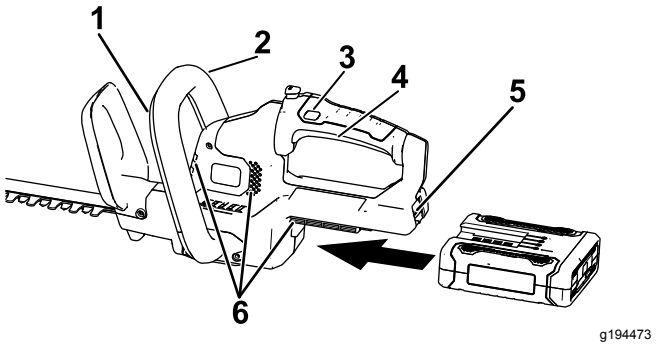

Figur 4
3. Innrett kammeret på batteripakken med koblingsarmen i håndtakshuset, ta tak i håndtaket og skyv batteripakken inn i håndtaket til låsen låses på plass (Figur 4).
4. Plasser én hånd på utløserhåndtaket. Plasser den andre hånden på ekstrahåndtaket (Figur 4).
5. Trykk på låsebryteren og klem deretter på utløserbryteren mens du aktiverer ekstrahåndtaksbryteren for å slå på hekktrimmeren (Figur 4).
Trimmeren forblir på så lenge ekstrahåndtaks-bryteren er aktivert og utløseren klemmes. Låsebryteren kan frigjøres når hekktrimmeren er i gang (Figur 4).
1. Slipp utløseren eller ekstrahåndtaksbryteren (Figur 4).